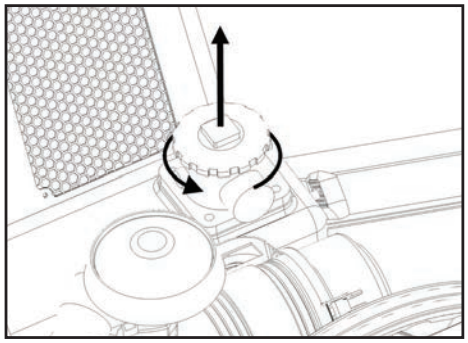

FIGURE 6
1. Dévisser le couvercle du filtre sous le capot moteur (FIGURE 6) et changer le filtre.